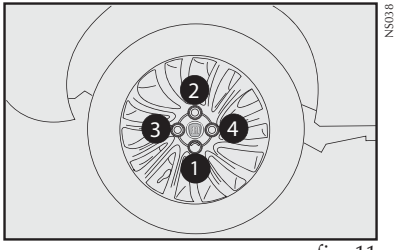

fig. 11
13) Apertar bem os parafusos, passando alternadamente de um parafuso ao outro diagonalmente oposto, de acordo com a ordem ilustrada na **fig. 11**.